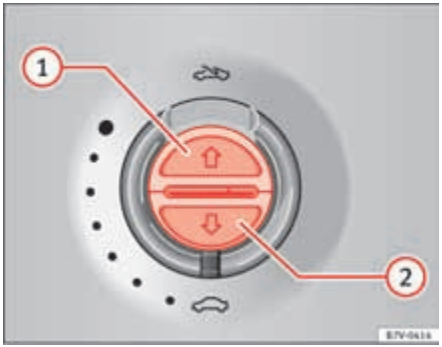

Fig. 63 On the interior roof lining: switches for the sunshade.
To open completely (automatic):	Press the button ⇒ fig. 63 1 briefly.
To stop automatic operation:	Press the button ⇒ fig. 63 1 or ⇒ fig. 63 2.
To set the intermediate position:	Hold the button ⇒ fig. 63 1 or ⇒ fig. 63 2 until the required position is reached.
To close completely (automatic):	Press the button ⇒ fig. 63 2 briefly.
- *Sunshade:* Within five seconds of triggering the anti-trap function, push the ⇒ page 107, fig. 63 (2) button until the sunshade closes completely.